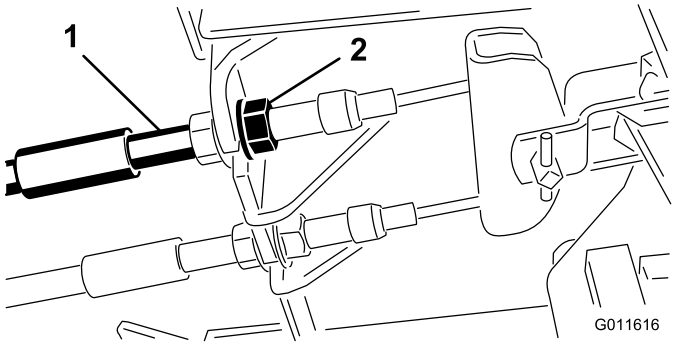

**Figura 66**
1. Para reducir la holgura de los pedales de freno, apriete los frenos aflojando la tuerca delantera del extremo roscado del cable de freno (Figura 66).